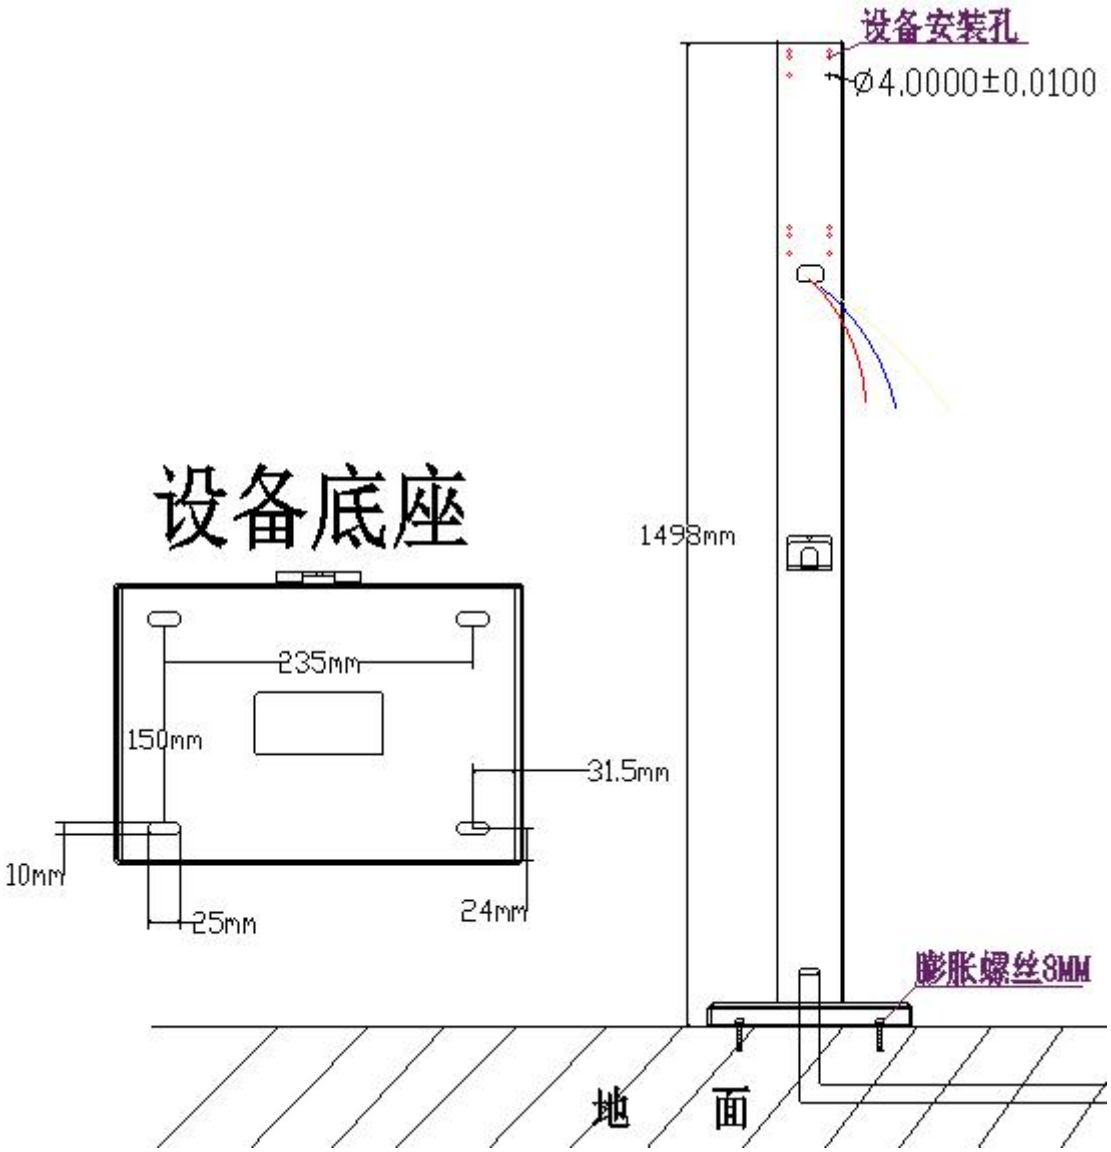

图 5
5、将预留好的电线从设备支架中间穿入，再把支架装到 4 个膨胀螺丝上固定，如图 5。